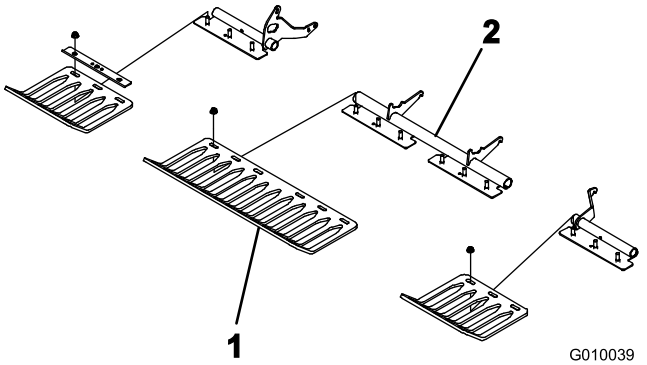

**Figur 23**
3. Montera gräsmatteskydden löst på gräsmatteskyddsfästena med de fyra klämmorna till gräsmatteskyddet och de tolv flänsmuttrarna (Figur 23). Dra inte åt fästdonen.
**Obs:** Klämmorna till gräsmatteskyddet och flänsmuttrarna sitter monterade på gräsmatteskyddsfästena vid leveransen (Figur 23).